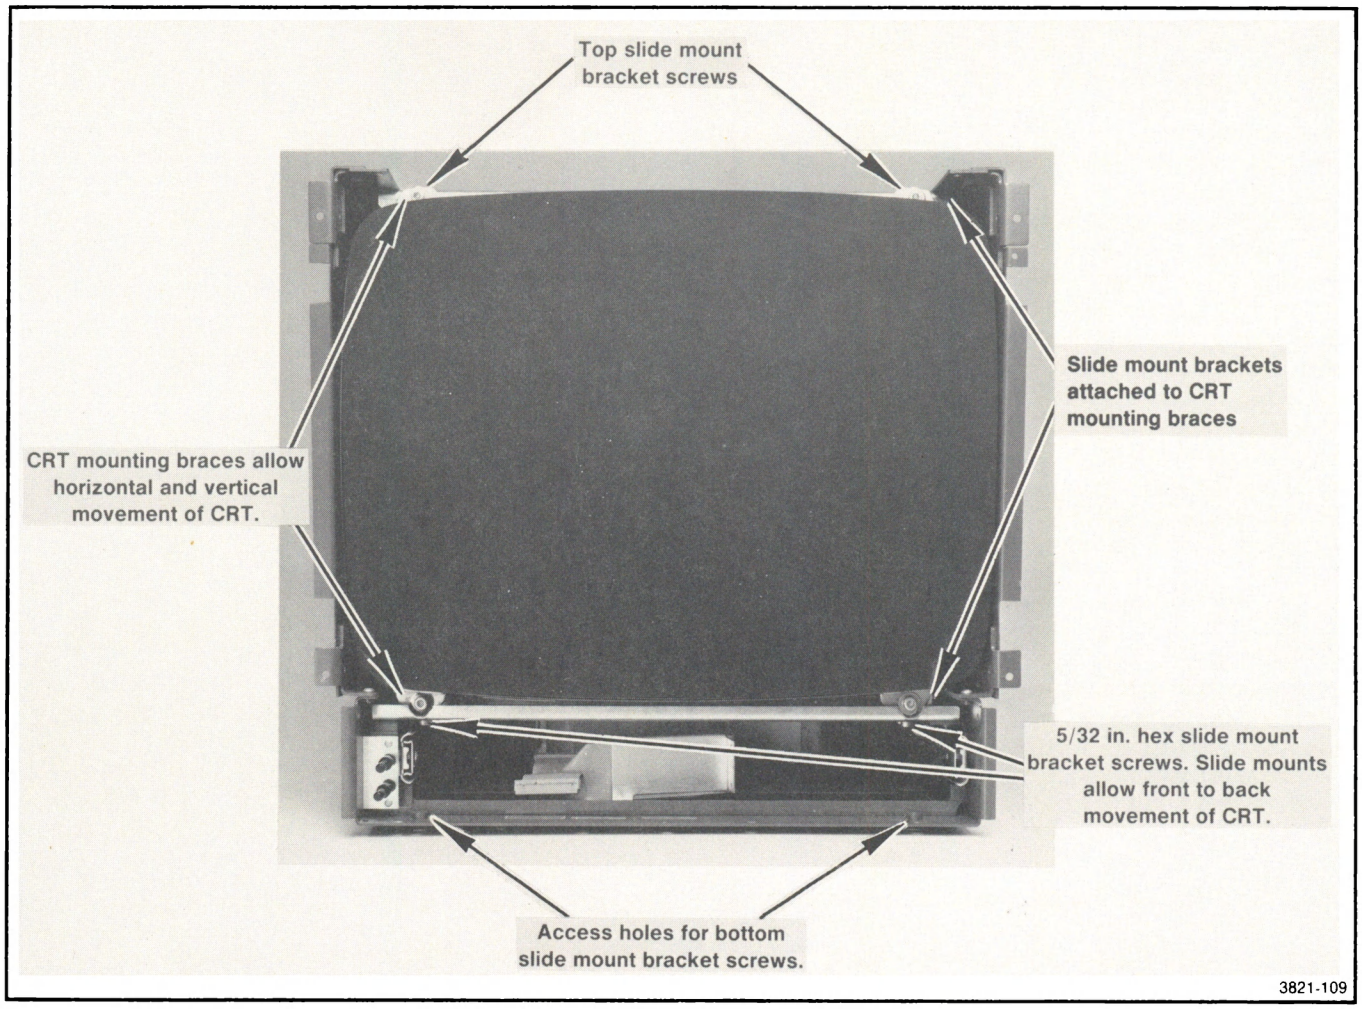

Fig. 9-7. CRT replacement adjustment locations.
11. On the mainframe, loosen the three top and bottom crt slide mounting brackets and slide them towards the back of the mainframe. The location of these brackets is shown in Figs. 9-7 and 9-8. Carefully guide the new crt into the mainframe. Secure the crt to the slide mounting brackets to a degree that allows the crt to move within the tolerances of the crt mounting braces. Secure the bezel to the front of the mainframe with the top and bottom two screws on each side. Slide the crt forward so the face of the crt is uniformly spaced 1/8-inch from the surface of the bezel, and secure the top and bottom crt slide mounts.